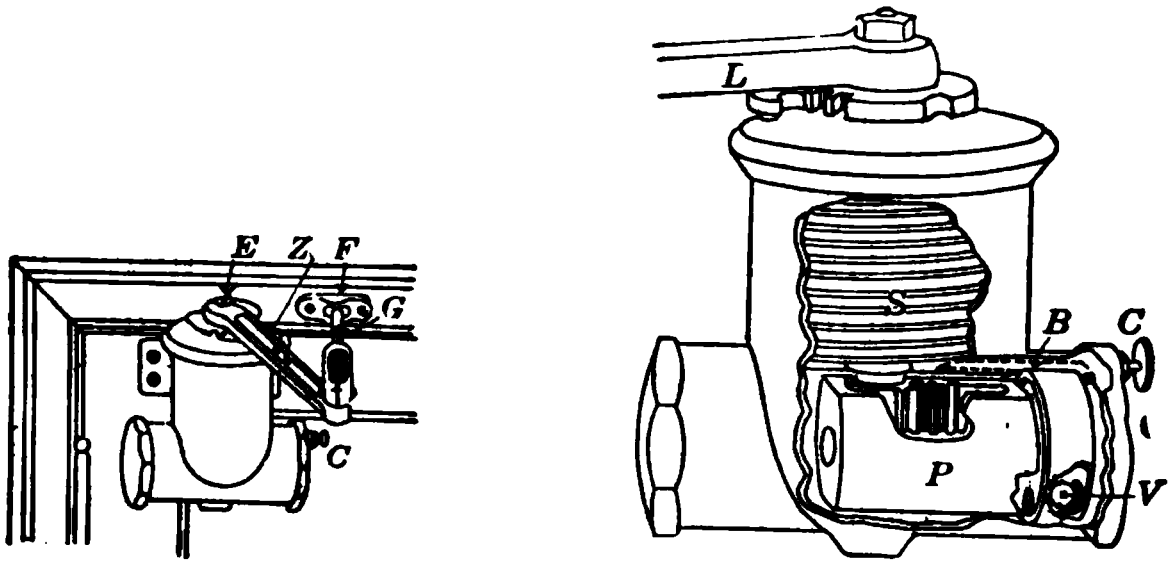

Fig. 170. Automatic door-closing spring.
1. Automatic door-closer. Figure 170 shows how one of these devices is attached to a door and how it is built. Get one of these